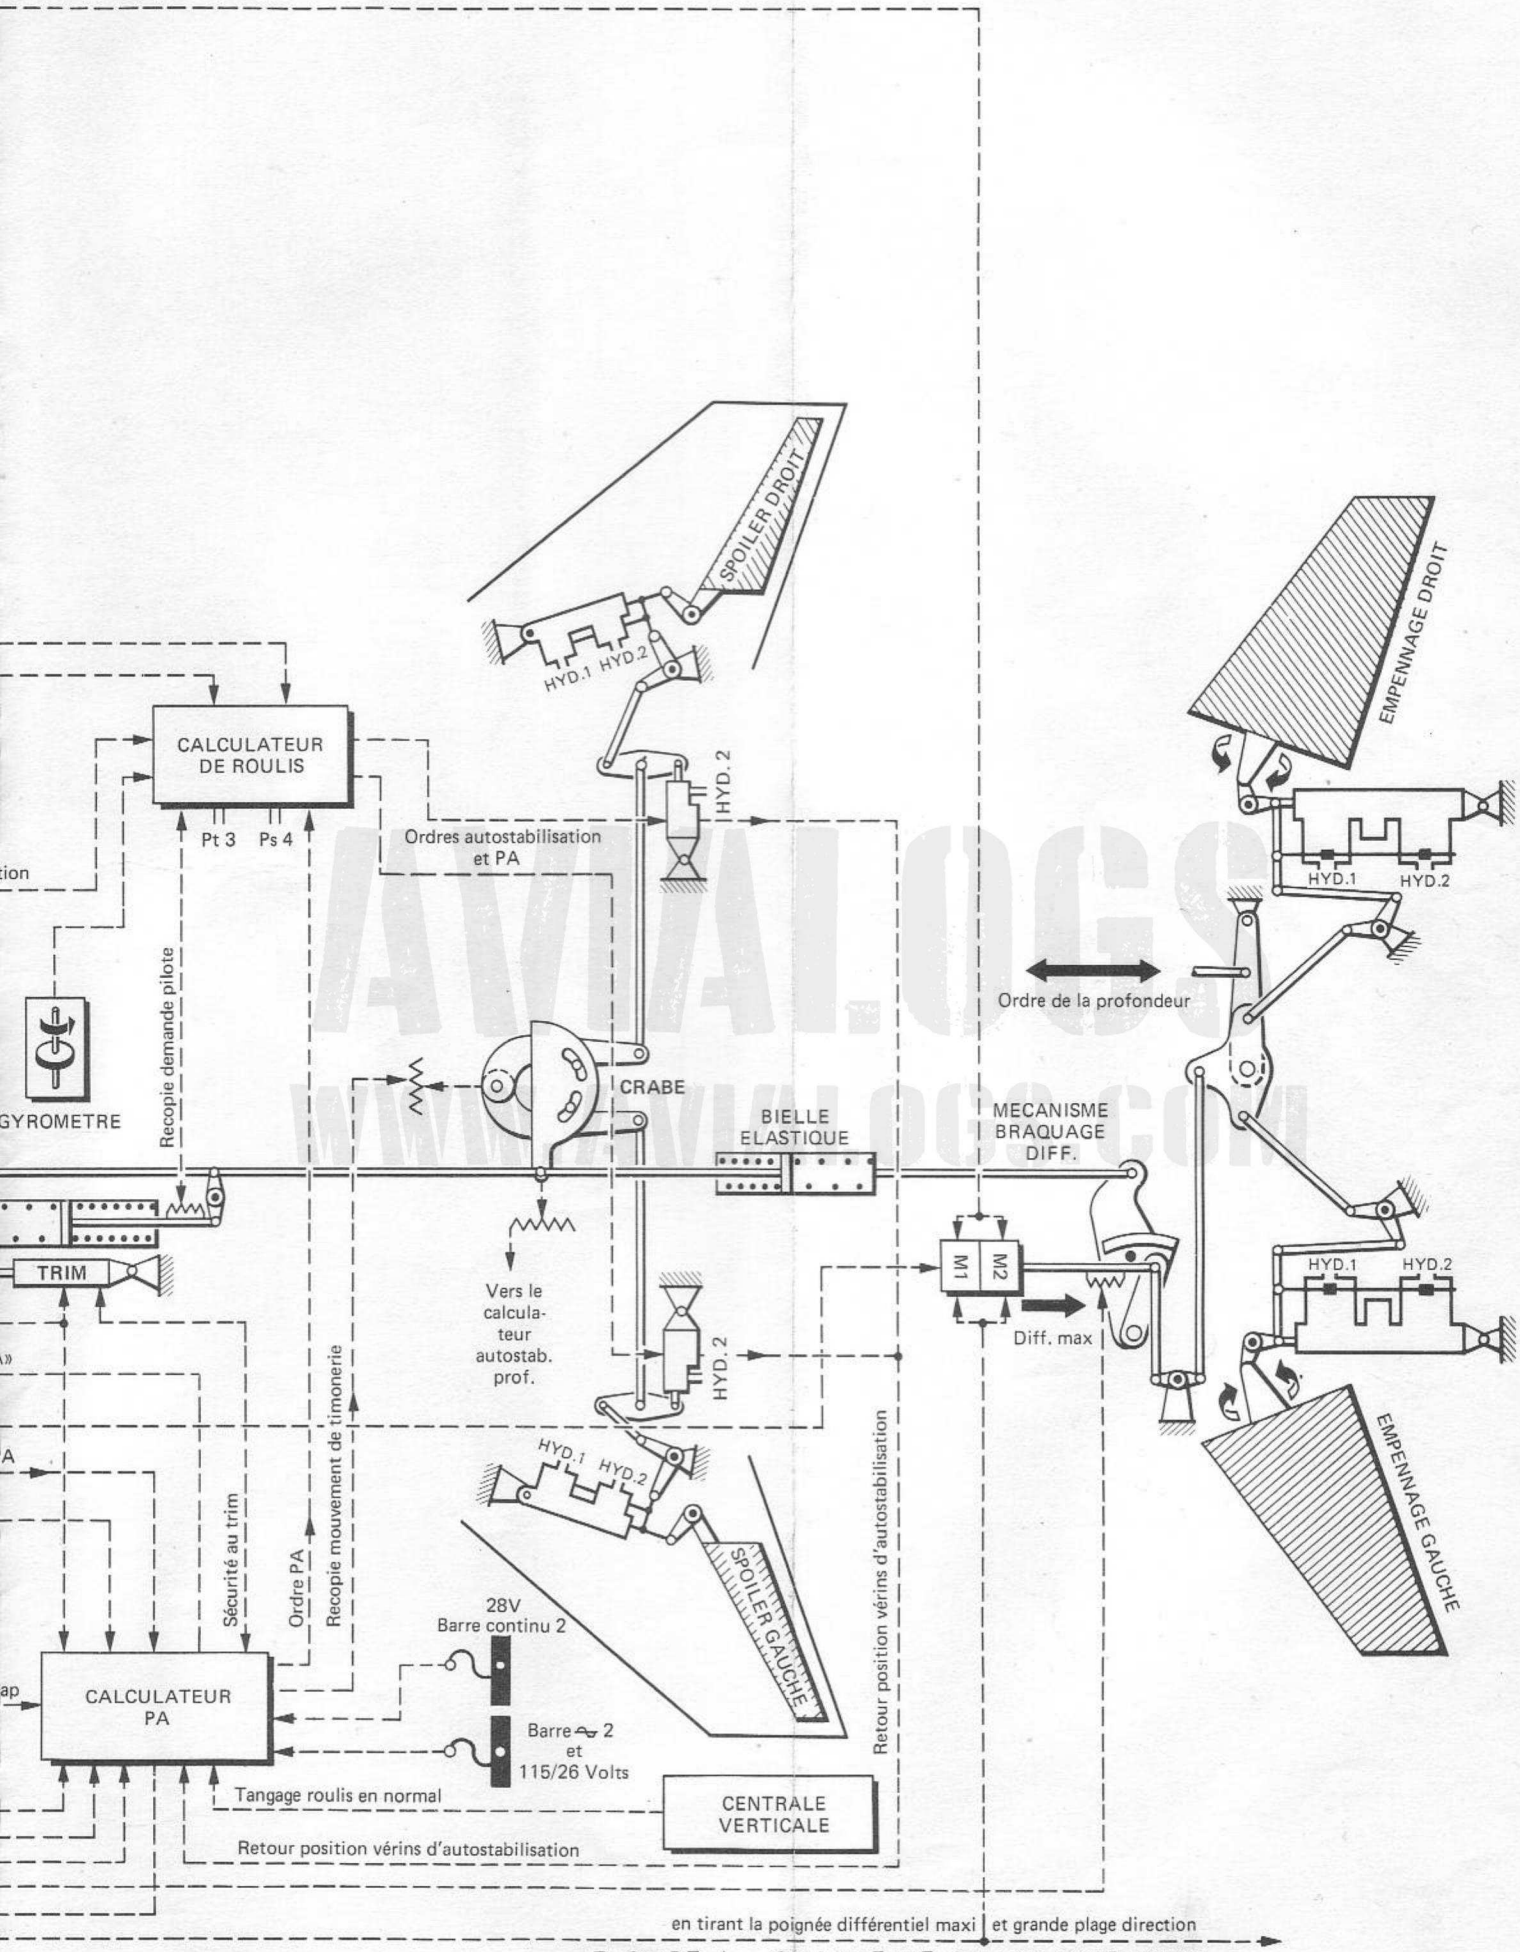

FIGURE 4 - CHAINE DE GAUCHISSEMENT
6.2.3 - Gauchissement (Fig. 4)
Le bloc électronique (Fig. 4) comprend :